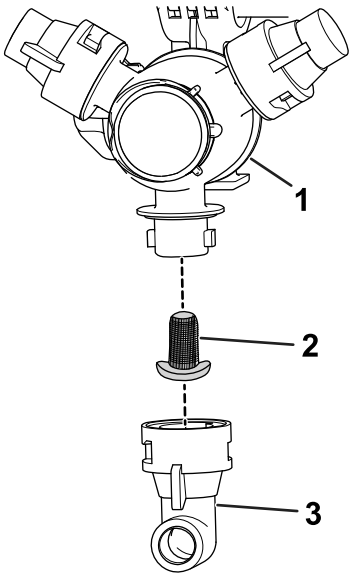

Figur 57
2. Ta bort munstycket från spruttornet (Figur 57).
3. Avlägsna munstycksfiltret (Figur 57).
5. Montera munstycksfiltret (Figur 57).
6. Montera munstycket på spruttornet (Figur 57).